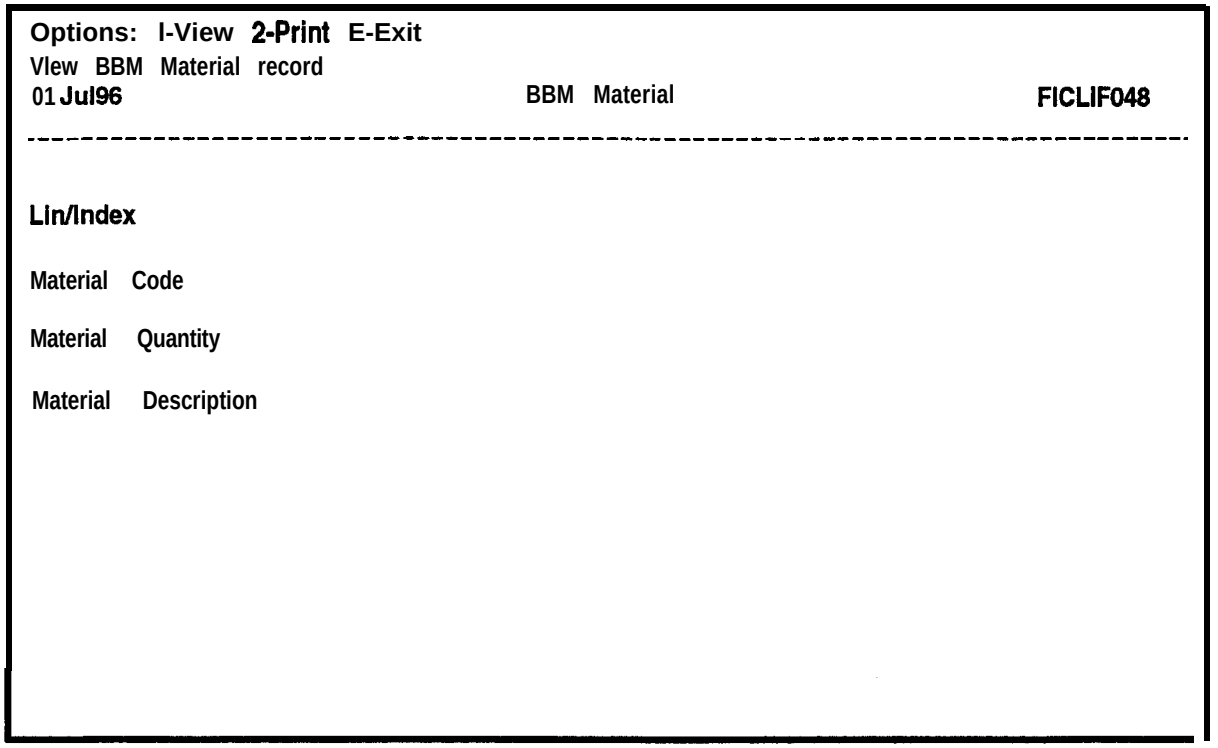

Figure 8-10. BBM Material Screen
d. Select **BBM Material** from the Reference Tables menu to display the BBM Material screen with the Options: ring menu at the top as shown in Figure 8-10.